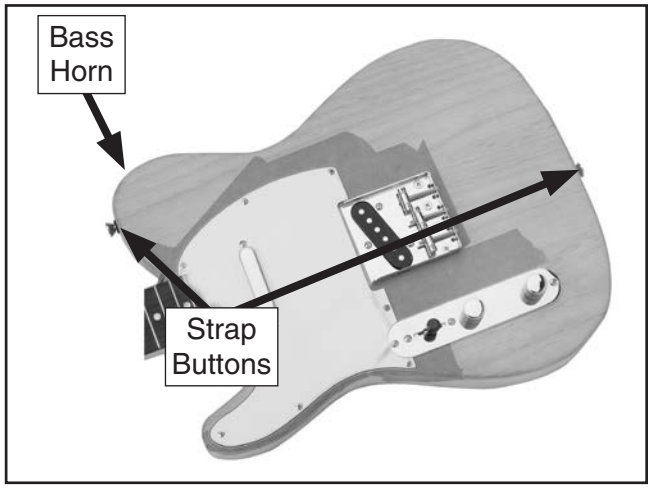

Figure 23. Strap buttons.
The strap buttons are positioned on the guitar, as shown in **Figure 23**.
1. Using a 1/16" drill bit, drill 3/4" deep holes at the end of the guitar—on the center line— and on the bass horn (see **Figure 23**).